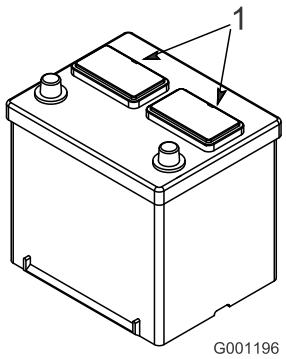

**Figuur 9**
2. Maak de bovenkant van de accu schoon en verwijder de vuldoppen (Figuur 9).